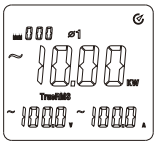

rys.7-1
* W celu dokonania pomiaru mocy czynnej całkowitej odbiornika 3-fazowego w czteroprzewodowym układzie obciążenia,(patrz rysunek 7-1), wybierz przyciskiem SELECT fazę 1-szą,